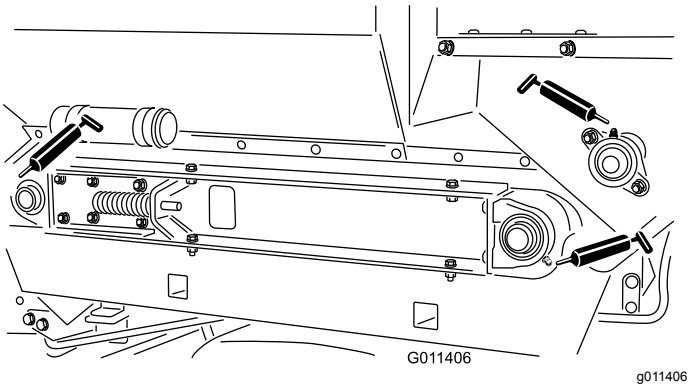

**Figur 21**
Plassering av (Figur 21) og antall smørenipler er som følger: Valseaksellager (4) og børsteaksellager (1).